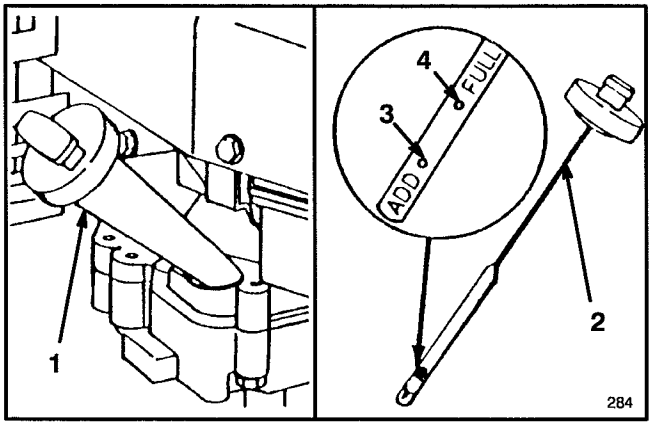

Figure 9
Fill crankcase with SAE 30 oil until oil level reaches FULL mark on dipstick as shown in Figure 9. The maximum crankcase capacity is 25 ounces (0.75 liters) of oil. Use any high quality detergent oil having the American Petroleum Institute (API) "service classification" — SE, SF, SG or SH.
Before each use, ensure oil level is between ADD and FULL marks (Fig. 9). Add oil if level is low.
3. Wipe dipstick and insert it into filler neck. Rotate cap 1/4 turn. Then remove dipstick and check level of oil (Fig. 9). If level is low, add only enough oil to raise level to FULL mark on dipstick. **DO NOT FILL ABOVE FULL MARK BECAUSE ENGINE COULD BE DAMAGED WHEN STARTED. POUR OIL SLOWLY.**
1. CHECK OIL LEVEL—Maintain oil level between ADD and FULL range as shown on dipstick (Fig. 9).